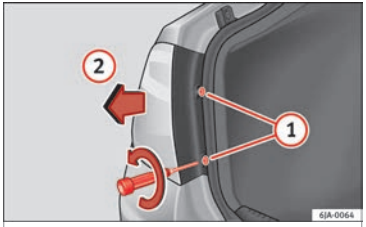

Fig. 98 Remove the rear light unit from side panel.
– Take the screwdriver or a Torx 20 key (T20) from the vehicle tool kit and loosen (turning anti-clockwise) and remove the two retaining screws that secure the front of the light ››› Fig. 98 (1), taking care not to lose them.
– Pull the rear light unit backward (››› Fig. 98 (2)) to remove the light from its housing.